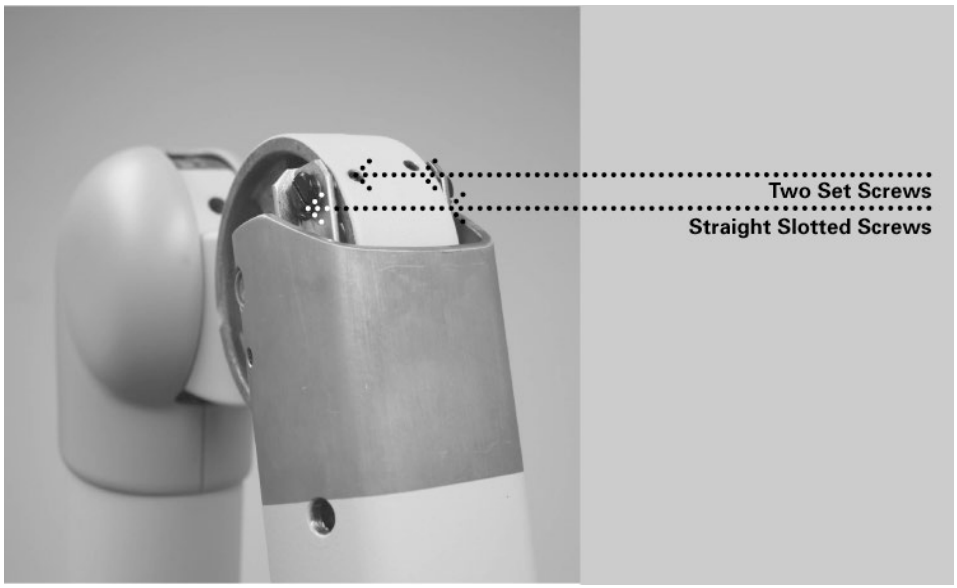

Figure 101 Adjusting the Articulating Arm
Follow this procedure ONLY if the yoke assembly does not stop on its own and makes contact with the horizontal arm. Refer to *Figure 101* while following the procedures below.
1. Loosen the two set screws highlighted in *Figure 101*, but do not remove them completely.
2. Loosen the two straight-slotted screws highlighted in *Figure 101* (the figure shows only one of the two screws – the other is located on the opposite side of the arm), but do not remove them completely.